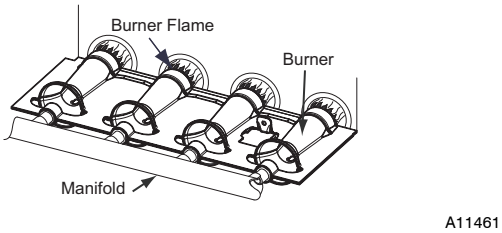

Fig. 64 - Burner Flame
i. When correct input is obtained, replace cap that conceals gas valve regulator adjustment screws. Main burner flame should be clear blue, almost transparent See Fig. 64.